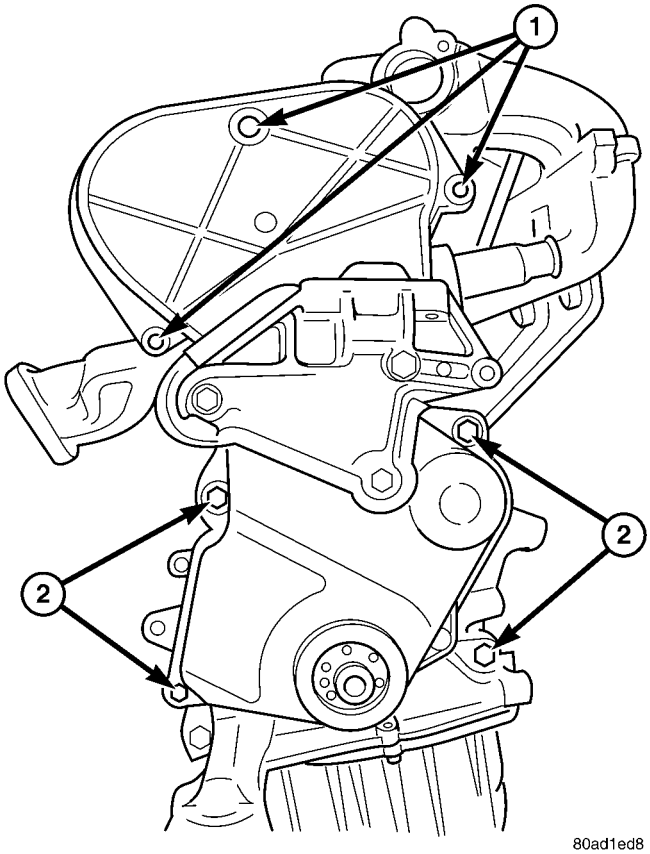

Fig. 114 Front Timing Belt Covers
(1) Remove upper timing belt cover fasteners (Fig. 114) and remove cover.
(2) Remove generator drive belt tensioner assembly (Refer to 7 - COOLING/ACCESSORY DRIVE/BELT TENSIONERS - REMOVAL).
(3) Remove timing belt front cover bolts (Fig. 114) and remove covers.
(1) Install timing belt cover. Torque fasteners to 6 N·m (50 in. lbs.) (Fig. 114).
(1) Install timing belt front covers (Fig. 114). Tighten fasteners to 6 N·m (50 in. lbs.).